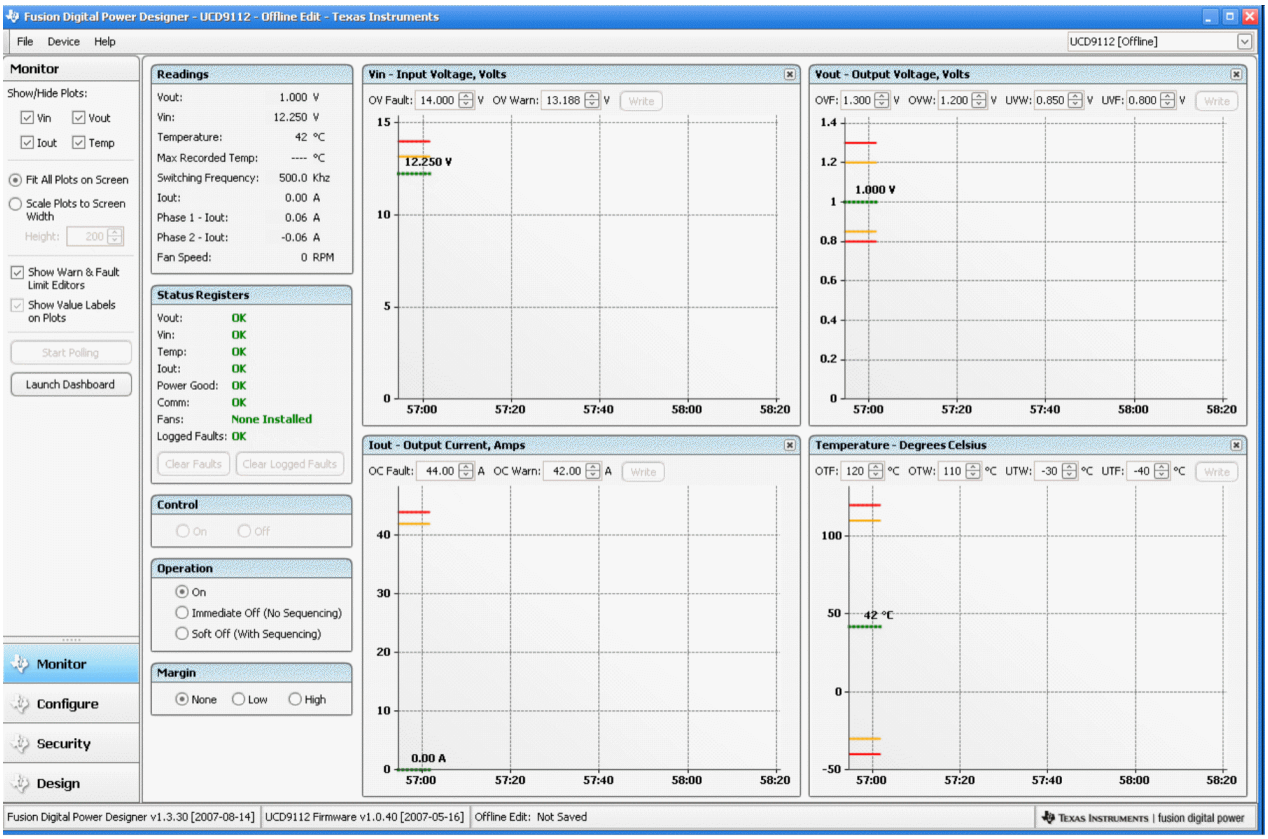

Figure 3. Graphical User Interface (GUI) Display
3. Double-click the GUI icon on the host. The GUI interface screen appears, as shown in Figure 3.
Turn on the output voltage (by default, set to 1 V) by clicking **ON** under the *Control* section as shown in Figure 3. Use the meter V2 to measure the output voltage as described in Section 6.3.3. Change the load current from 0 A to 40 A. If you record the voltage readings from V2, you can then calculate the load regulation.
Step 1.	Click *Configure* on the lower left portion of the screen (see Figure 3).